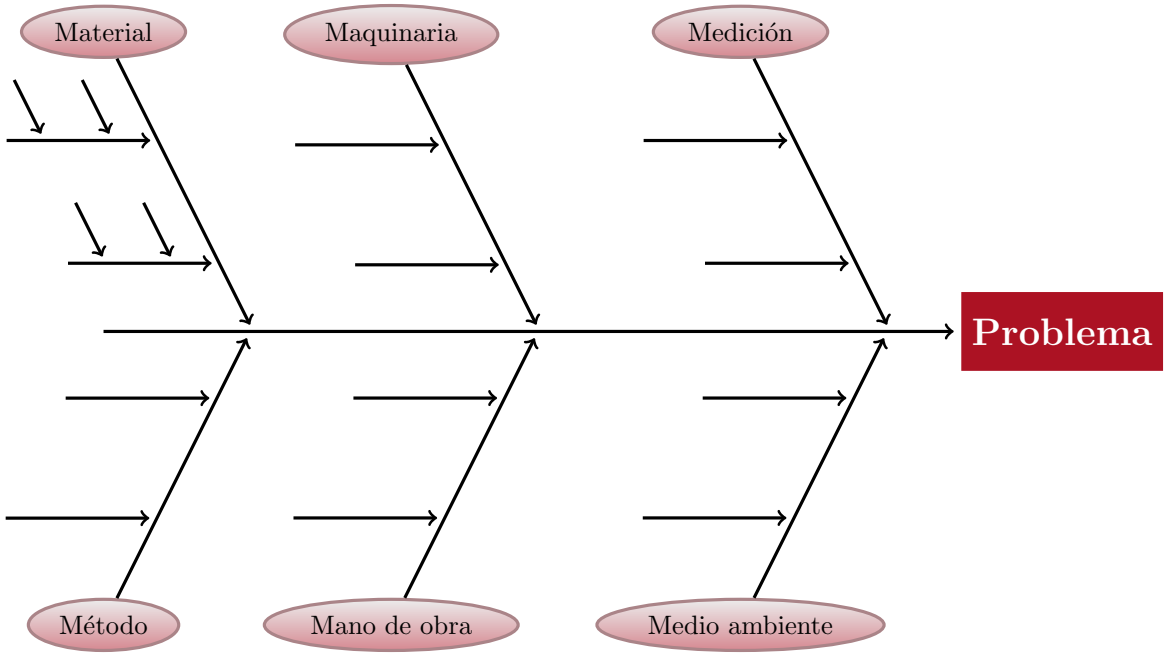

Figura 5.6: Diagrama de Ishikawa
- **Diagrama de Ishikawa (o de espina de pescado/causa-efecto)**: Ideal para analizar un problema complejo y visualizar las múltiples causas potenciales (ya sean métodos, materiales, mano de obra, etc., Figura 5.6) que contribuyen a un efecto no deseado, facilitando la identificación de la causa raíz.